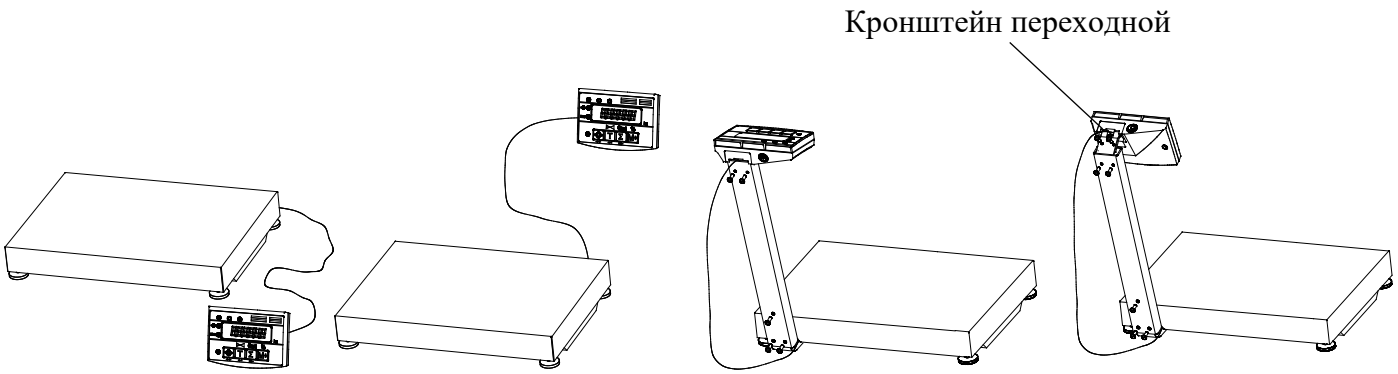

Рисунок 3 – Варианты размещения устройства управления:
3.2.1 Выберите удобный вариант размещения устройства управления для работы с весами (рис. 3). Соберите весы.